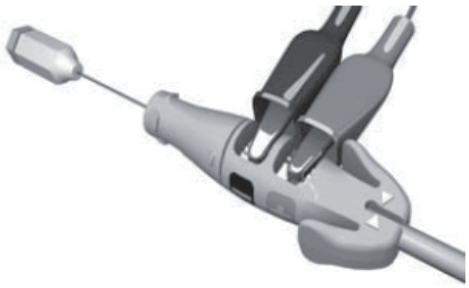

図3:PSAのケーブルのEZ-4コネクタツールへの接続
① ペーシングシステムアナライザ（PSA）のケーブルのワニロクリップをEZ-4コネクタツールのスプリング接点（－）とスプリング接点（＋）に接続する（図3）。
② EZ-4コネクタツールの使用により、ワニロクリップによるターミナル部の損傷、およびターミナル接続部の橋絡を防止することができる。